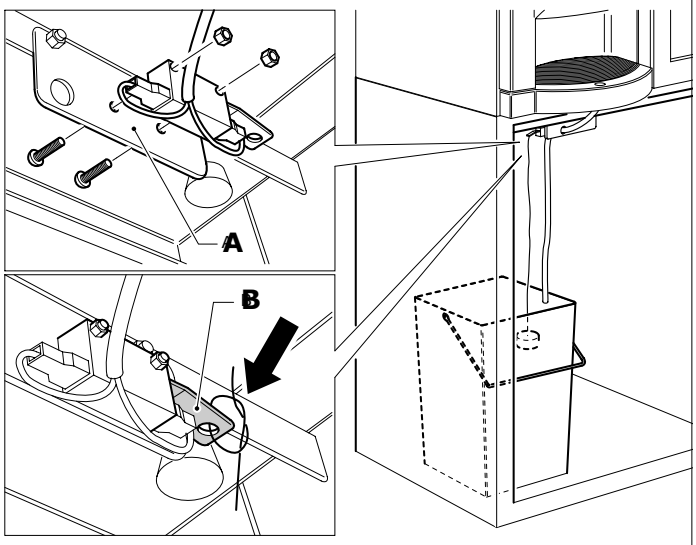

Fig.8.12
- Se o distribuidor for conetado à rede hidrica, montar o microinterruptor sobre a linha indicada (*Fig. 8.12-pos.* ***A***), coligar em série, com a cablagem fornecida, à eletroválvula de entrada água (*Fig. 8.13*)
- Enrolar sobre a alavanca do micro o fio de nylon do flutuador (*Fig. 8.12-pos.* ***B***) de forma que este fique debaixo do nível máximo do balde.